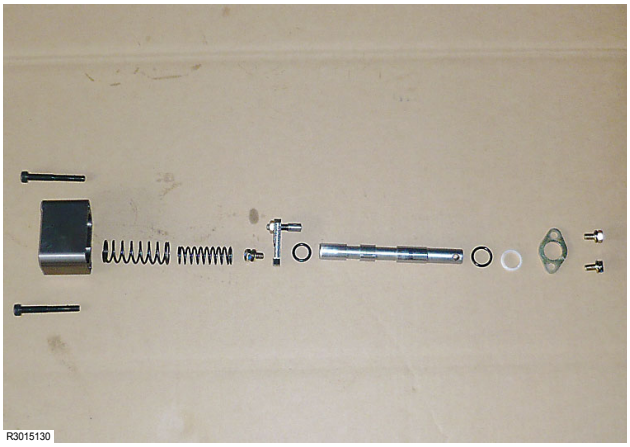

Fig. 25
* Photo **(Fig. 25)** shows the status after separation.